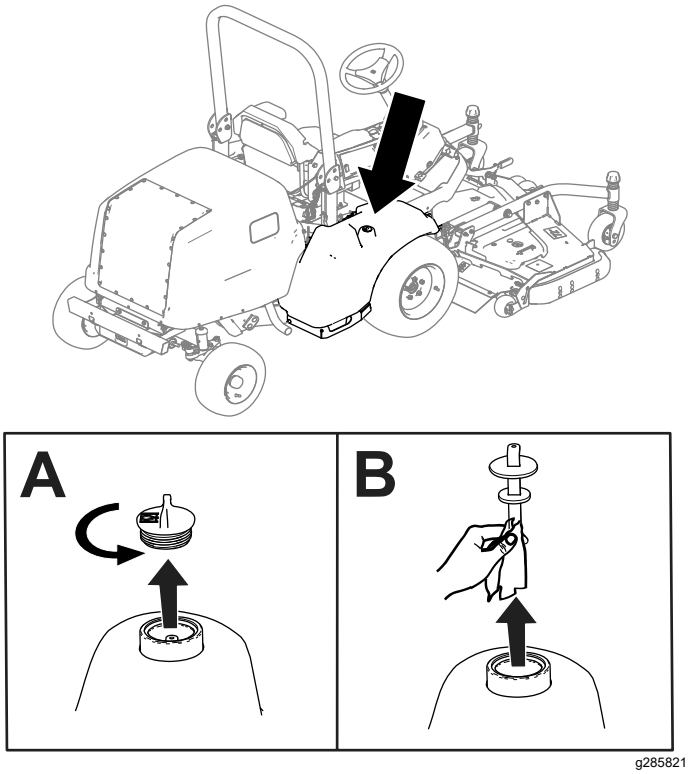

**Figuur 83**
2. Verwijder de plug van de hydraulische tank (Figuur 83).
3. Verwijder de peilstok uit de hydraulische tank en veeg hem af met een schone doek (Figuur 83).